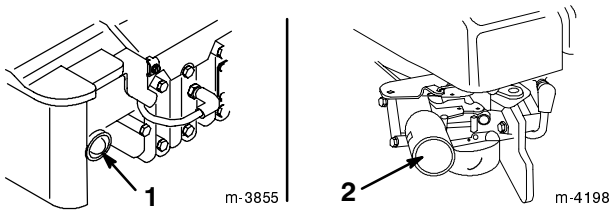

**Figure 12**
**2.** Push the primer three times, waiting two seconds between each push (Fig. 12).